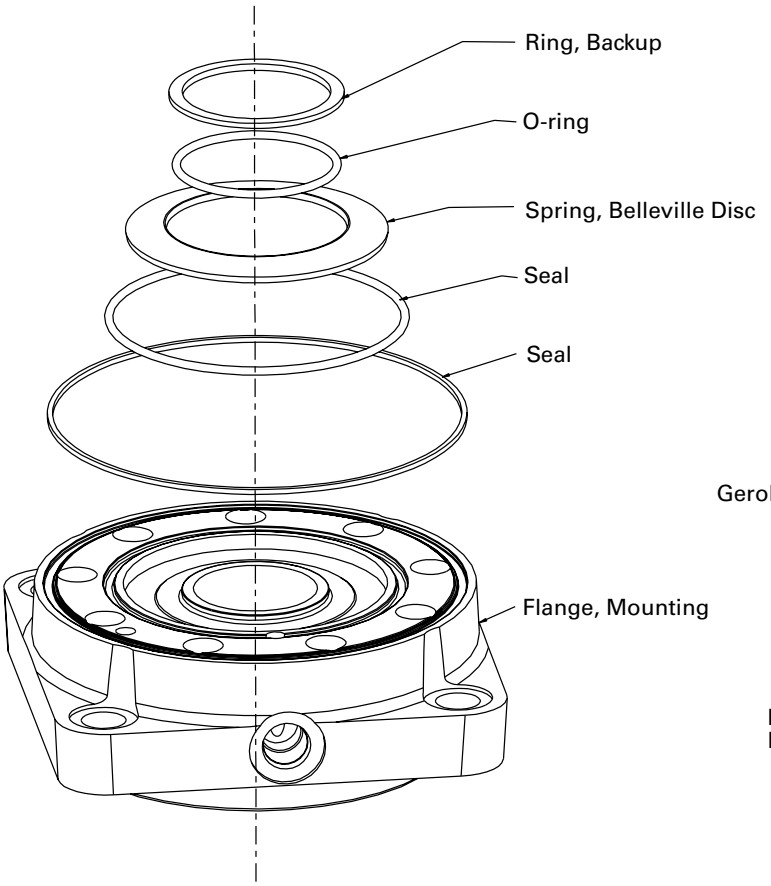

Figure 3
11. With mounting flange o-ring grooves up (see Figure 3), install two o-ring seals (130,9 [5.16] ID & 92,3 [3.63] ID) into flange. Install back-up ring (56,1 [2.21] OD) over o-ring (48,9 [1.93] ID) with flat side up. Back-up ring and o-rings may be greased to assist in retaining parts.